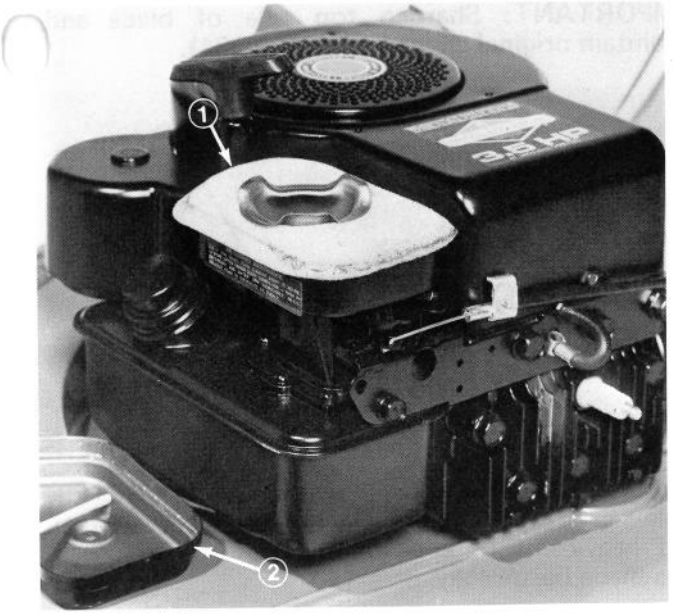

Figure 24
2. Inspect air cleaner element (Fig. 24). If necessary remove and clean.
D. Place element into the air cleaner body (Fig. 24).